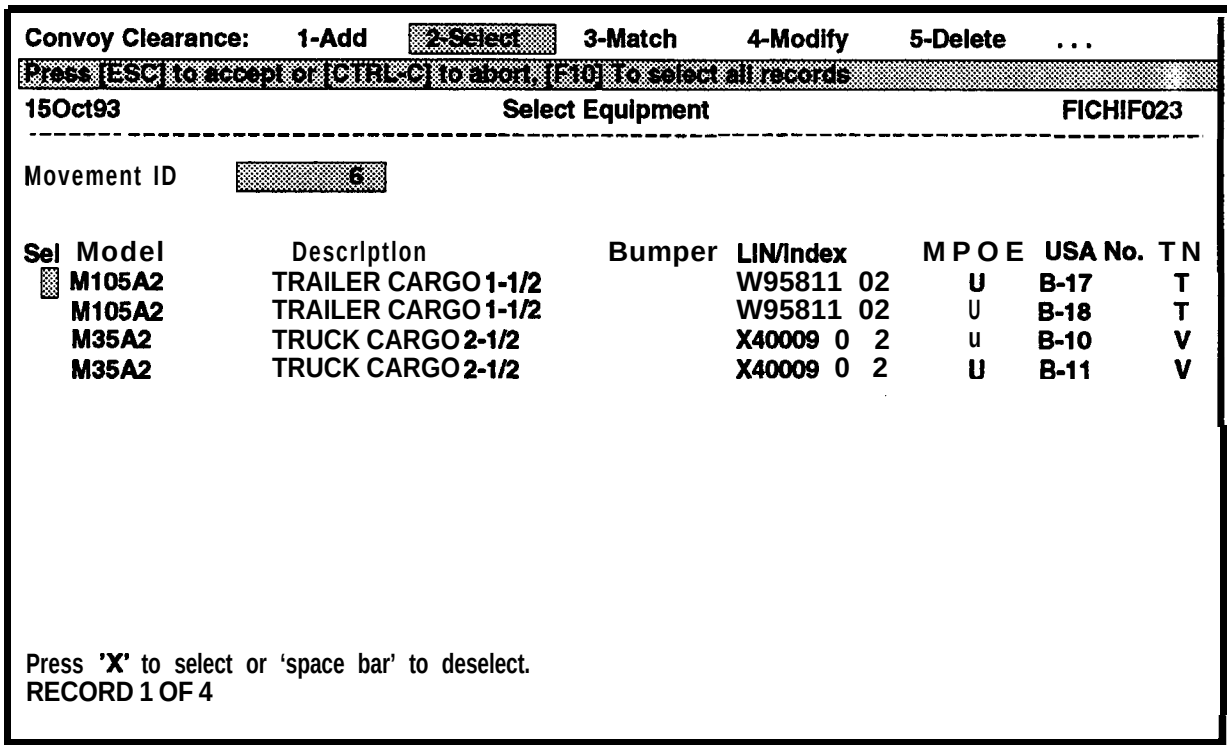

Figure 7-9. Select Equipment Screen
(1) If the UIC and TDC are correct, press **RETURN** twice to move the cursor to the **Mode to Port** field.
(2) If these require changing, enter the correct information by typing over the displayed data, pressing RETURN after each entry.
g. Press **ESC** to display a list of equipment similar to the example shown in Figure 7-9. The cursor will be in the **Sel** field.